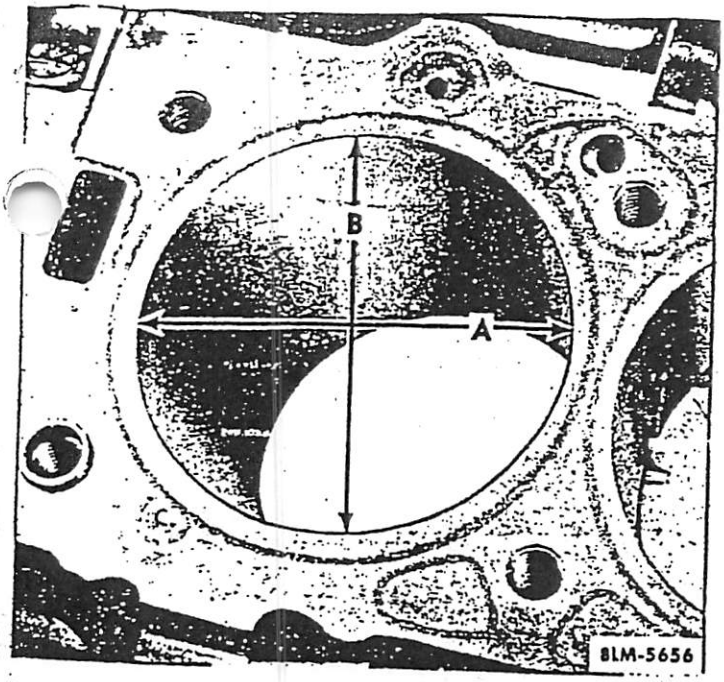

Fig. 6A-58—Measurement of Cylinder Bore—Out of Round
The difference between the diameters measured at the top (A) and bottom (B) of the bore (at right angles to the centerline of the crankshaft) is the taper of the bore. See figure 6A-59.